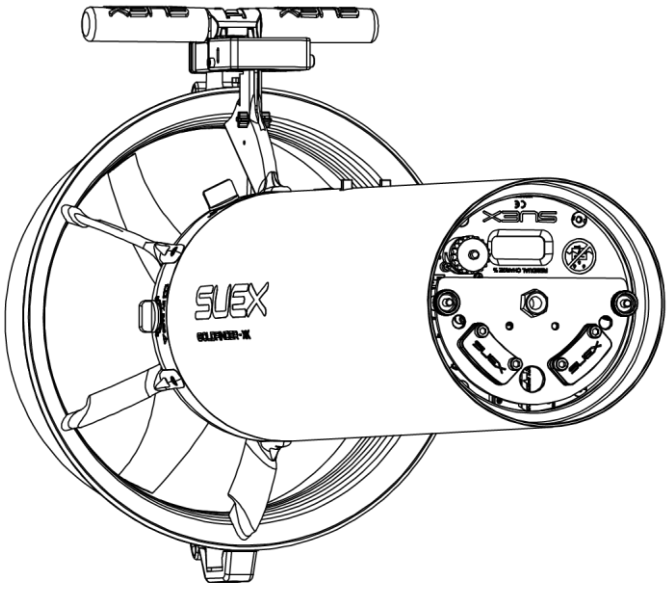

Fig 34 - Orientamento corretto della batteria
- infilare la batteria lungo le aste rispettandone l'orientamento originario **Fig 34 - a pag. 30**